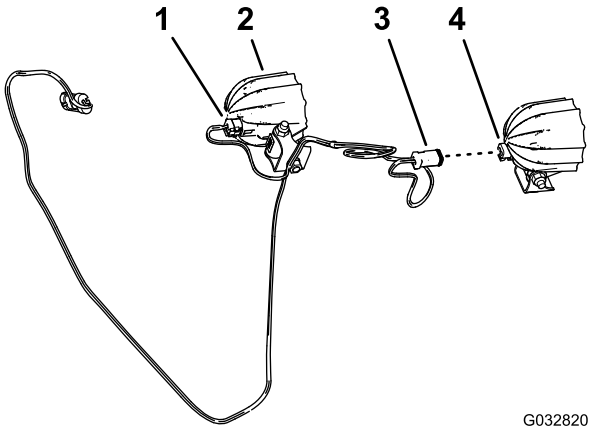

Рисунок 10
1. Подсоедините 2-штыревой соединитель светодиодного осветительного прибора к 2-гнездовому соединителю жгута проводов светодиодного осветительного прибора (Рисунок 10).
2. Повторите действия, описанные в пункте 1, для второго светодиодного осветительного прибора и второго 2-гнездового соединителя жгута проводов (Рисунок 10).